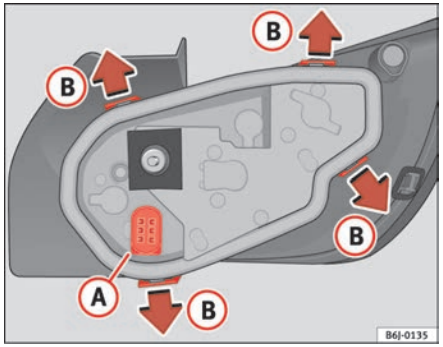

Fig. 157 Changing bulbs on rear lights
– Remove the housing connector (A) ⇒ fig. 157.
– Remove the lamp holder, separating it from the casing. To do this, press tabs (B) in the direction of the arrows ⇒ fig. 157.